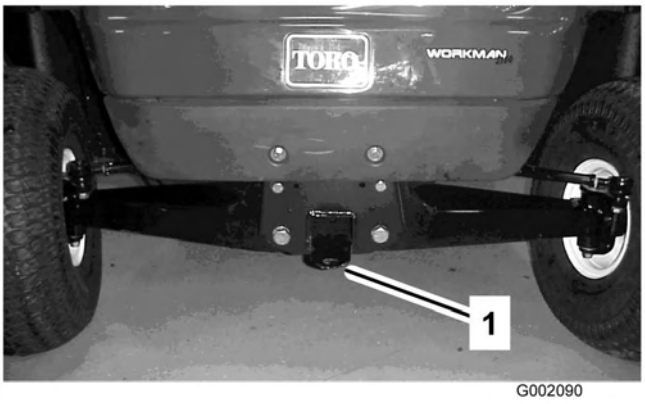

Figur 28
Hvis du skal flytte kjøretøyet over lange avstander, bør du bruke en tilhenger. Pass på at kjøretøyet er festet til tilhengeren. Se Figur 27 og Figur 28 for informasjon om festepunktene.
2. Fest et tau til tungen på frontrammen (Figur 28).